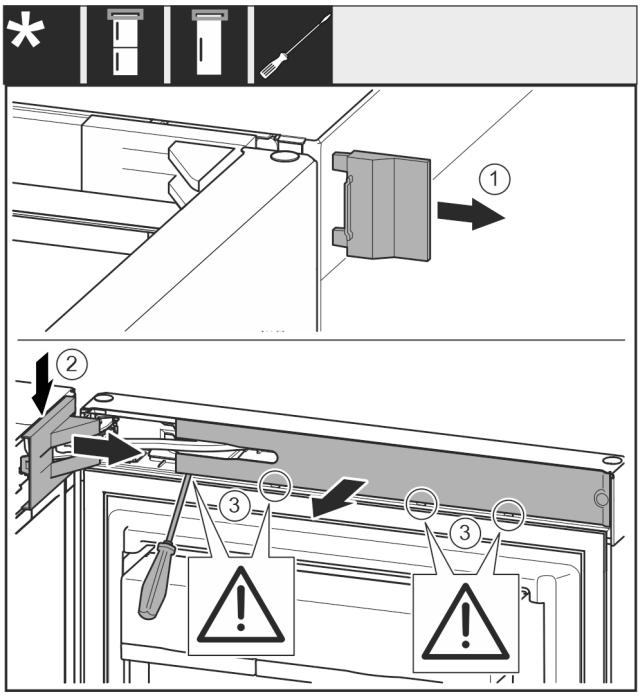

Fig. 8
▶ Remove cover *Fig. 8 (1)*.
▶ Disengage and loosen the swap bearing block cover *Fig. 8 (2)*.
▶ Remove the swap bearing block cover *Fig. 8 (2)*.
▶ Use a slotted screwdriver to unlatch the trim *Fig. 8 (3)* and swing it to the side.